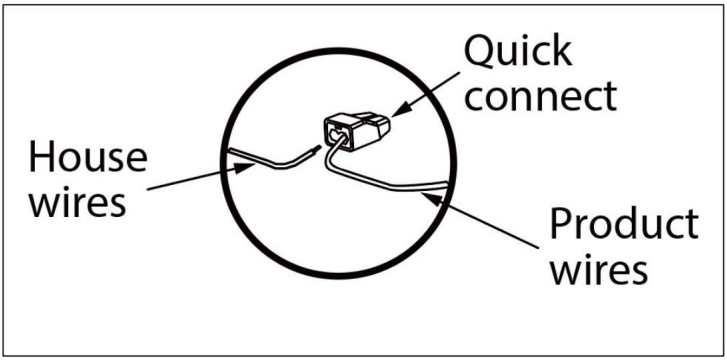

Abb.1.
3. Überprüfen Sie, dass das abisolierte Ende des Kabels vollständig in die Rückseite des Steckers eingesteckt ist (siehe Abb. 1).